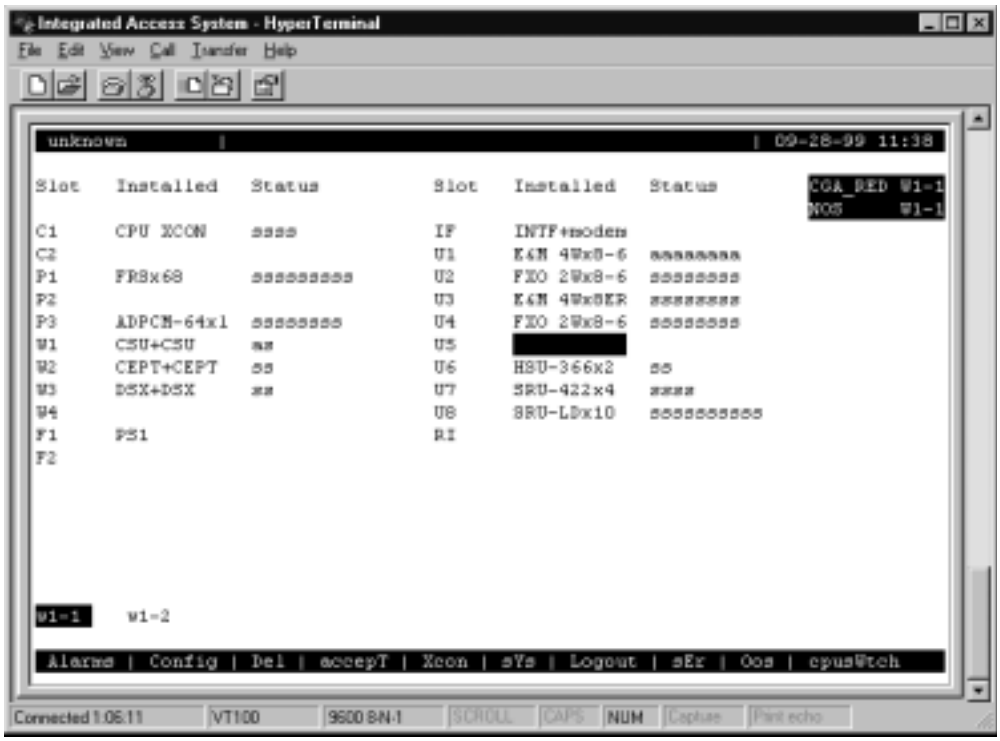

Figure 4-31.Typical WAN Card Selection
5. Select the WAN port to which you want to assign the voice cards (W1-1 or W1-2), as shown in Figure 4-31.